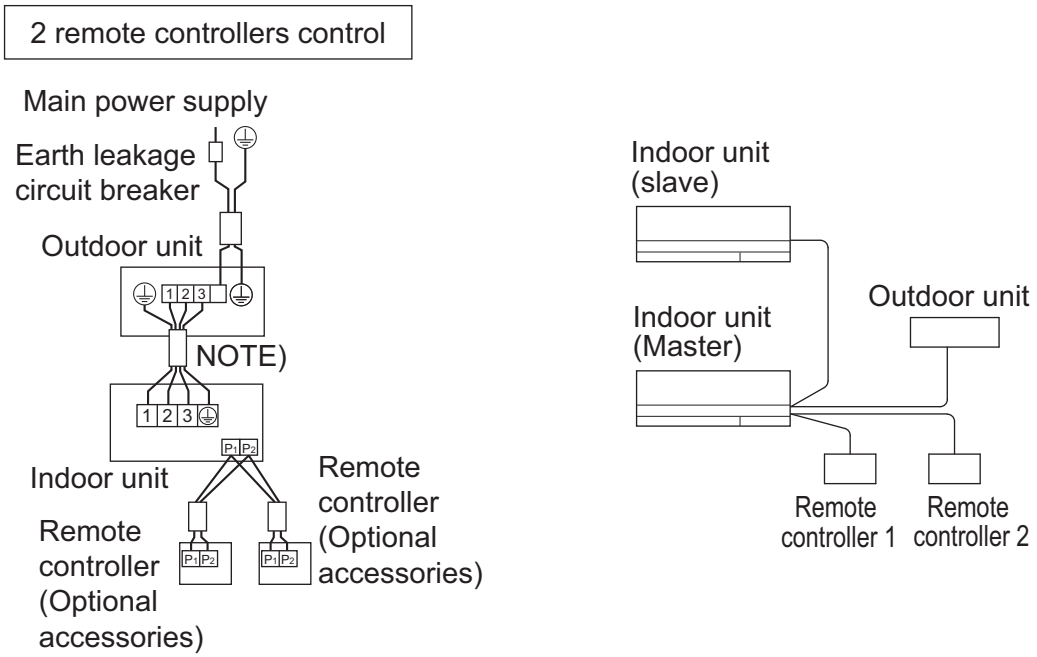

Fig. 29
(1) Remove the control box cover. (Refer to “5. INDOOR UNIT INSTALLATION”.)
(2) Lay crossover between the terminals (P1, P2) inside the control box for the remote controller. (There is no polarity.) **(Refer to Fig. 29)**